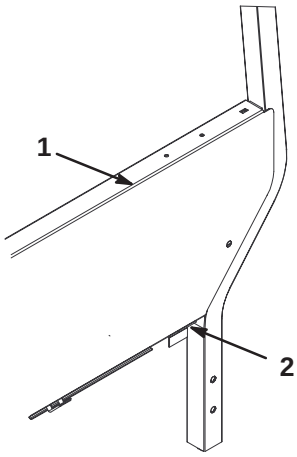

Figure 3
7. Remove the 5/16 carriage bolt and nut securing the lower right rear corner of the ROPS cover to the ROPS (Fig. 3).